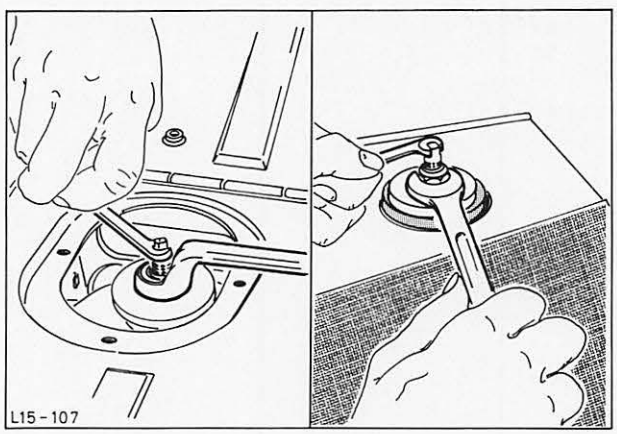

Abb. 172 Stoßdämpfer von der Bodengruppe abbauen
3. Stoßdämpfer von der Bodengruppe abbauen (1 Mutter und Scheibe), Abb. 172.